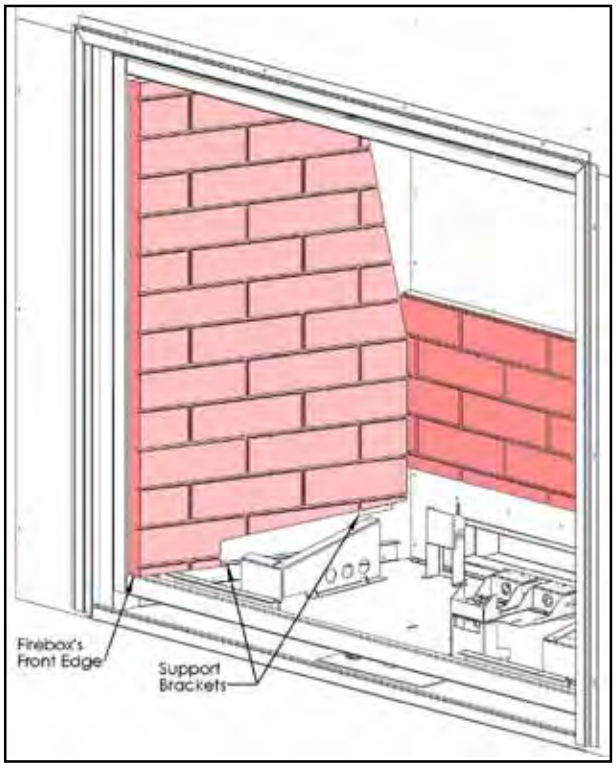

Figure 9: Left Firebox Liner Panel on Front Edge
2) Install the Left Firebox Liner Panel; it sits on the bottom front edge of the firebox (see Figure 9), a support bracket at the lower rear of the firebox, and is held in by a retainer at the top of the firebox. Adjust the panel retainers as required.